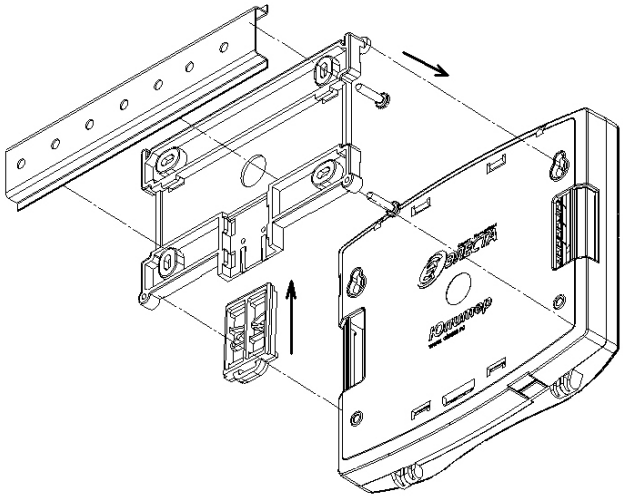

Рисунок 17 – Вариант установки прибора через переходную планку на DIN-рейку
- прибор крепится на переходную планку, которая устанавливается на DIN-рейку с помощью пластиковой защелки (рисунок 17).